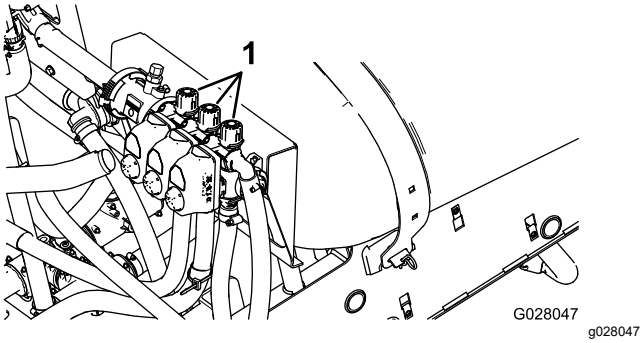

Figur 22
2. Stäng av den vänstra sektionen och vrid på sektionens överströmningsvred (Figur 22) tills trycket når den nivå som justerades tidigare (vanligtvis 2,75 bar).
4. Justera den högra sektionens överströmnings-vred (Figur 22) tills trycket når den nivå som justerades tidigare (vanligtvis 2,75 bar).
6. Justera mittsektionens överströmningsvred (Figur 22) tills trycket når den nivå som justerades tidigare (vanligtvis 2,75 bar).